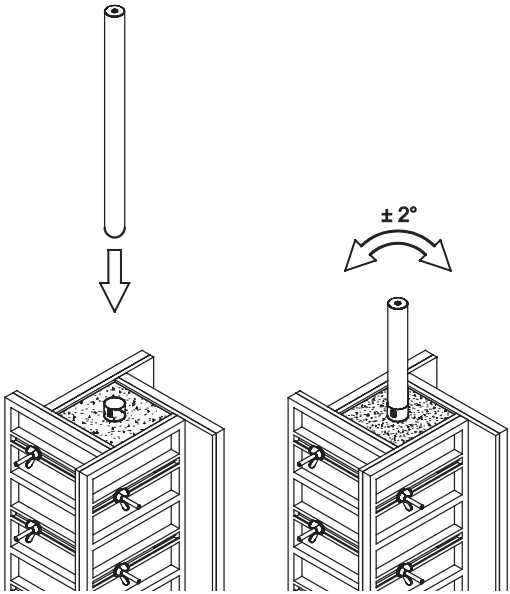

Figura 17. *Livellamento del corpo del tubo gettato in opera.*
2. Rimuovere il tappo in plastica dalla parte superiore del tubo gettato in opera e utilizzare l’elemento di livellamento per accertarsi che il tubo sia in posizione verticale, vedere Figura 17. Le tolleranze prescritte devono essere rispettate.